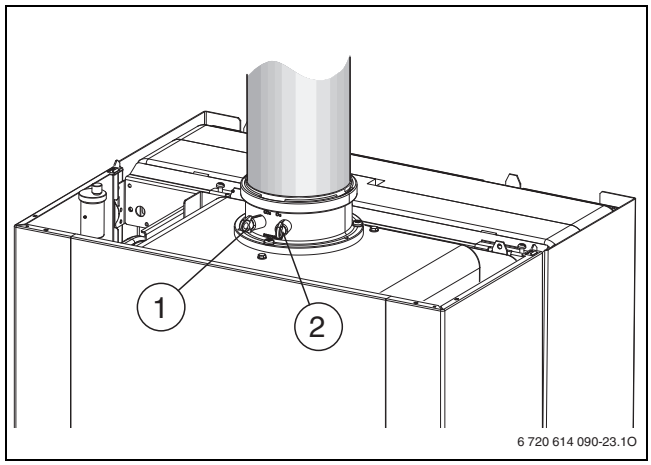

Bild 45
- ▶ Verschlussstopfen am Verbrennungsluft-Messstutzen [2] entfernen (→ Bild 45).
- ▶ Verschlussstopfen am Abgasmessstutzen [1] entfernen (→ Bild 45).